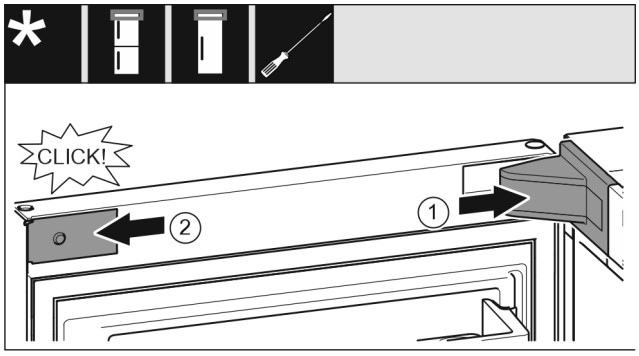

Fig. 65
▶ Lagerbockabdeckung *Fig. 65 (1)* aufsetzen und einrasten, ggf. vorsichtig auseinanderdrücken.
▶ Blende *Fig. 65 (2)* seitlich ansetzen und einrasten.